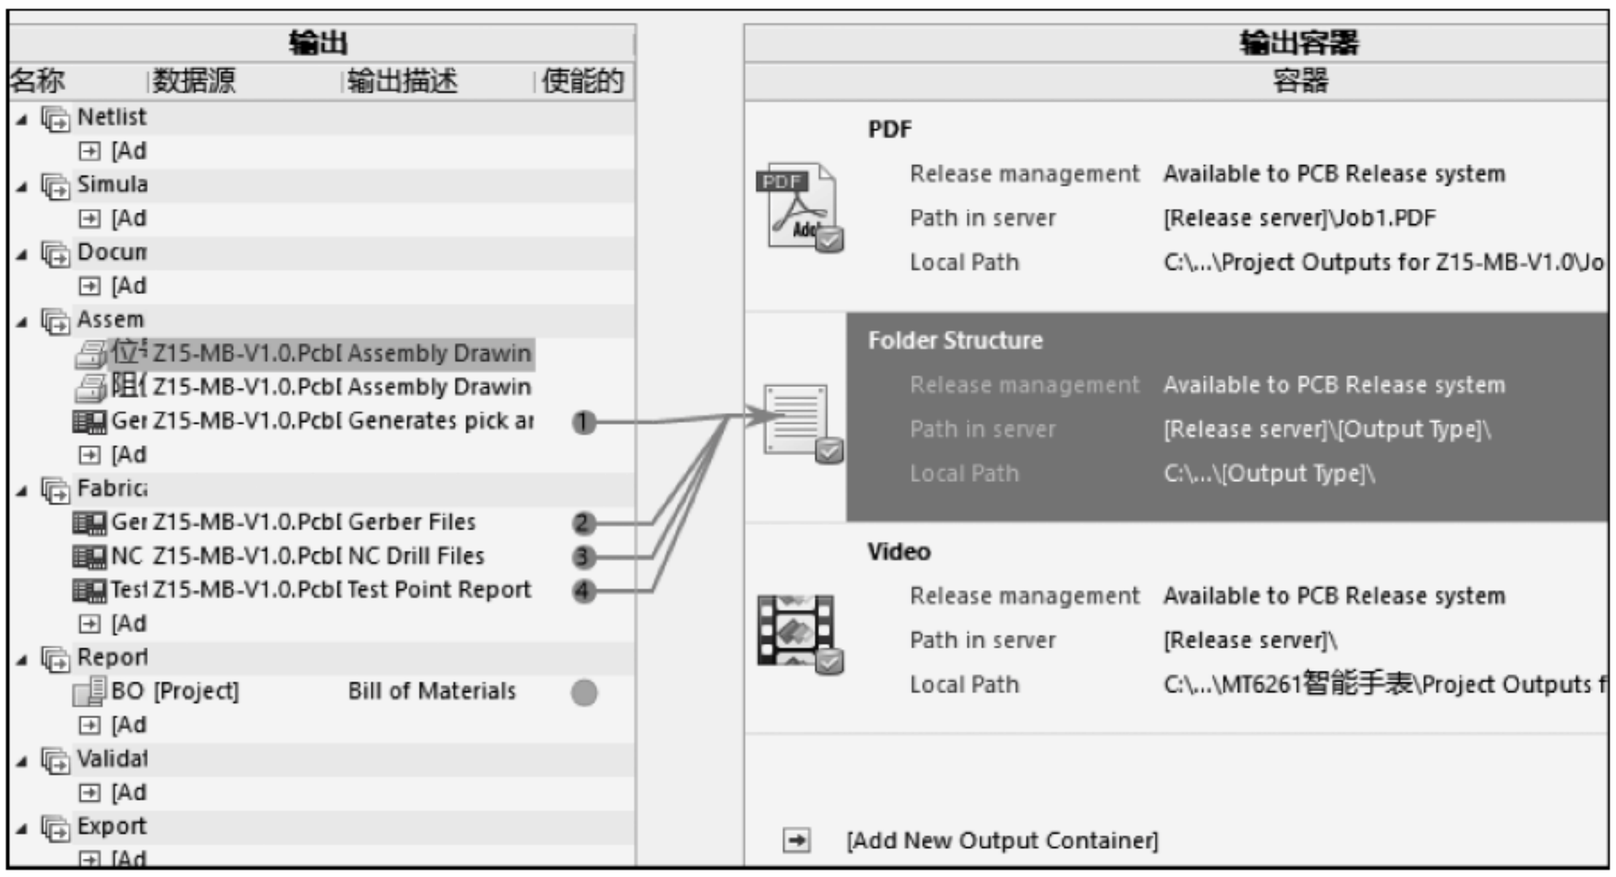

图 7-49　选择输出容器
(6) 按照 STM32 案例的各文件设置方式,为 Output job 各个输出文件设置输出内容,即设置参数。
(7) 根据输出文件的类型选择相应的输出容器。例如阻值图、位号图选择 PDF,Gerber 相关文件选择 Folder Structure。在左侧选择输出文件,右侧选择相应的输出容器,即可如图 7-49 所示,形成关联关系。